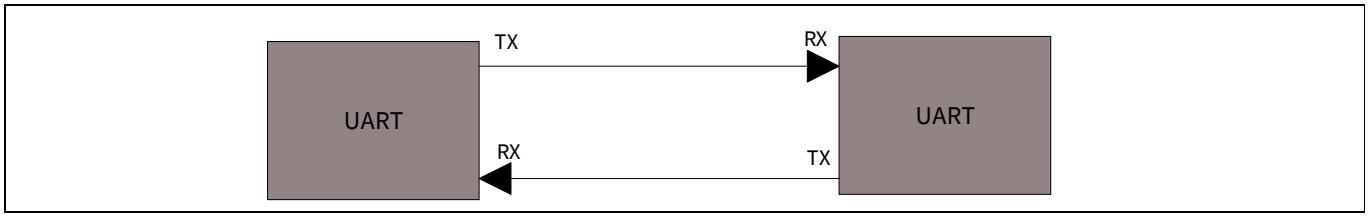

**Figure 18-8. UART example**
**Figure 18-8** illustrates a standard UART TX and RX.